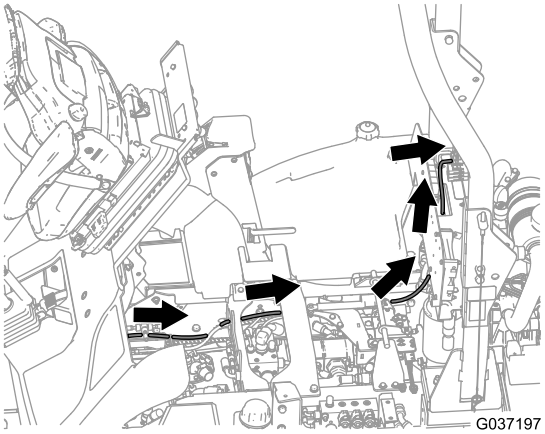

図 32
6. プラットフォームの支点の周囲を通って電線をヒューズボックスへ導く図 32。